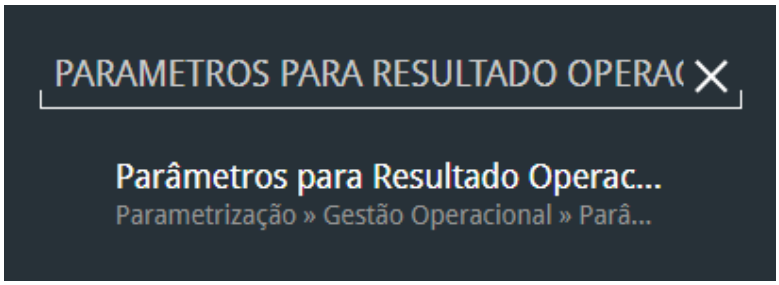

Figura 128: Caminho
2. Digite "Parâmetros para Resultado Operacional"na **barra de pesquisa** (Figura 128) e selecione o resultado correspondente.